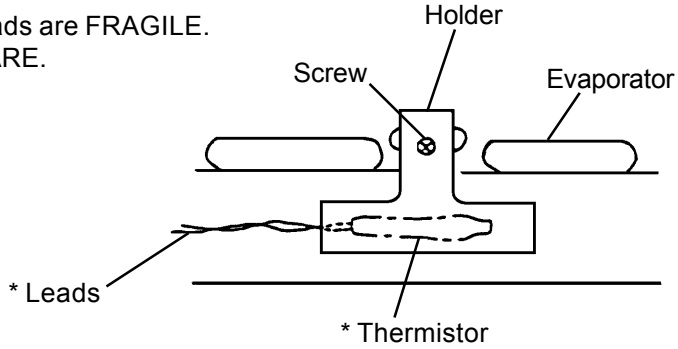

Fig. 10
5) Install the new thermistor in the reverse order of the removal procedure, by using a sealant (high-thermal conductive type). See Fig. 10.